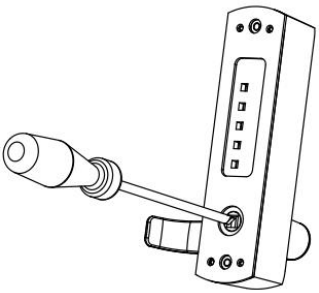
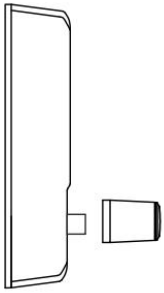

FIG7A
FIG7B
2. Utilisez un tournevis cruciforme pour desserrer le boulon de verrouillage (Figure 7A) et éloigner la poignée du corps de la serrure (Figure 7B).